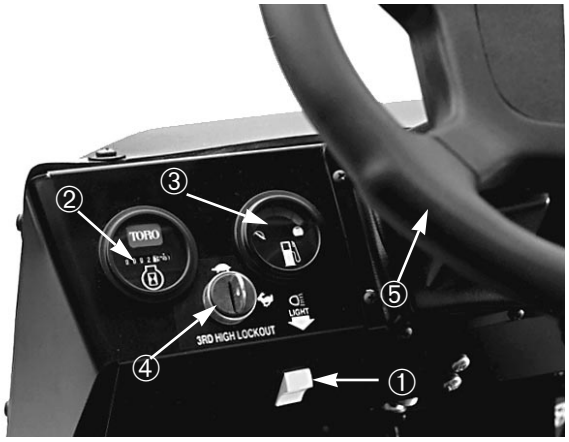

Fig. 11
Contaore (Fig. 11)—Indica il totale delle ore di funzionamento della macchina. Il contaore scatta ogniqualvolta si giri la chiave in posizione "ON".
Interruttore dei fari (Fig. 11)—Serve ad accendere e spegnere i fari; premere per accenderli (ON).
Indicatore del carburante (Fig. 11)—Indica il quantitativo di combustibile nel serbatoio. Funziona solo quando l'interruttore di accensione è in posizione "ON".
Interruttore di blocco del 3° livello (Fig. 11)—Spostare in posizione 'lento' e togliere la chiave per impedire l'uso della terza velocità nell'ambito della gamma superiore. Il motore si spegne se si ingrana la terza quando si è nella gamma superiore. Inserire la chiave con la dentellatura in basso, e spingerla per girarla. La chiave viene tolta in entrambe le posizioni.
Volante (Fig. 11)—Per guidare il veicolo. Se il motore si inceppa o il servosterzo non funziona a causa di un guasto, la guida del veicolo diventa molto pesante.